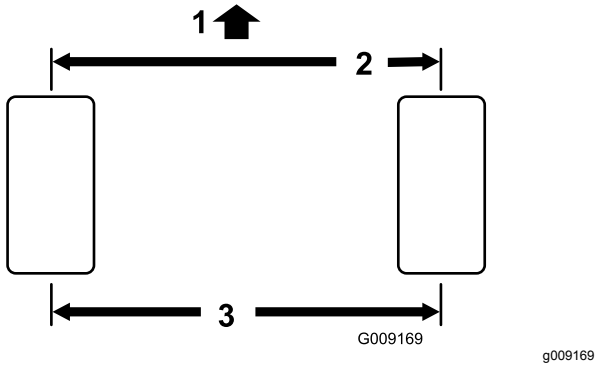

Figura 76
1. Mida la distancia entre centros (a la altura del eje) en la parte delantera y trasera de los neumáticos de dirección. La distancia delantera debe ser de 3 mm menos que la trasera (Figura 76).